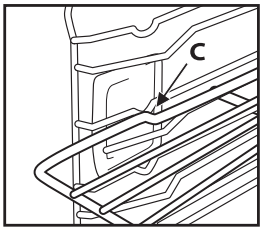

Rys. 3
3. Ustawić ruszt z powrotem poziomo i wsunąć do końca - "C" (Rys. 3).